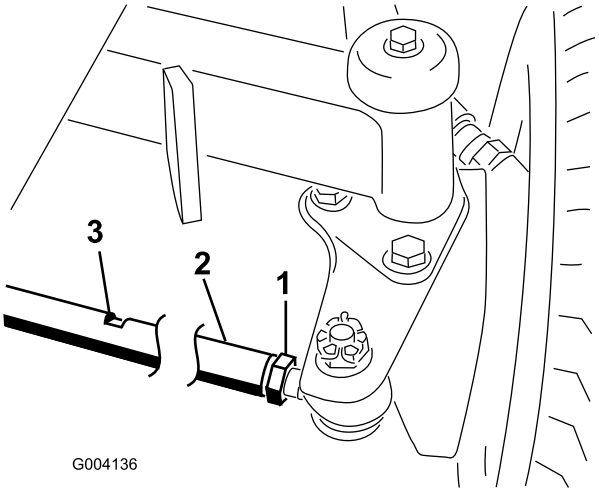

Figur 63
2. Løsn kontramøtrikken for hver ende af forbindelsesstangen (Figur 63).